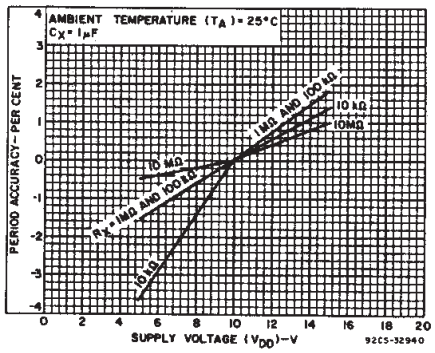

Fig. 11—Typical astable oscillator or Q, $\overline{Q}$ period accuracy vs. supply voltage.
B. Variations Due to V_{DD} and Temperature Changes — In addition to variations from unit to unit, the astable period varies with V_{DD} and temperature. Typical variations are presented in graphical form in Figs. 11 to 18 with 10 V as reference for voltage variations curves and 25°C as reference for temperature variations curves.